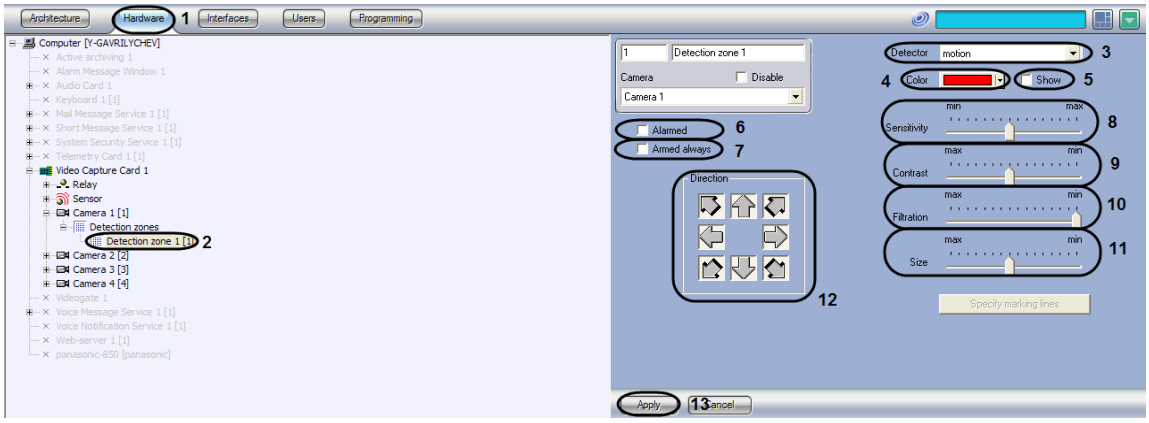

Figure 8.4-56 Configuring Motion detection tool
1. Go to the “Hardware” tab in the “System settings” dialog box (Figure 8.4-56, 1).
2. Select the “Detection zone” object corresponding to the detection tool that is to be configured, in the objects tree of the “Hardware” tab (Figure 8.4-56, 2). The settings panel for the selected object appears on the right of the “Hardware” tab.
3. Enable the motion detection tool (see the “Enabling, configuring and disabling video detection tools” section) or select the motion detection tool registered earlier (Figure 8.4-56, 3).
4. By default, the detected moving object is dynamically framed with its motion direction is marked with an arrow. If the moving object does not need to be framed, set the “Show” checkbox unchecked (Figure 8.4-56, 5).
5. By default, the moving object is framed in red. The frame color may be changed (Figure 8.4-56, 4).
6. To enable the auto recording option on a motion detection tool alarm for the selected camera, set the “Alarmed” checkbox (Figure 8.4-56, 6).
7. To disable disarming of the motion detection tool by any user (irrespectively of his rights), set the “Armed always” checkbox (Figure 8.4-56, 7).
with which the detection tool triggers by its motion only, and not by noise in a video signal (including rain, snow, etc.) (Figure 8.4-56, 8).
9. Set the value of the “Contrast” parameter by moving the slider of the same name. This setting corresponds to the contrast of the detected object (Figure 8.4-56, 9).
10. Set the value of the “Filtration” parameter by moving the the the slider of the same name (Figure 8.4-56, 10). This setting corresponds to the object’s upper speed threshold, with which the detector is to trigger. With the minimum value of this parameter, the detection tool triggers upon objects moving at any speed.
11. Set the value of the “Size” parameter by moving the slider of the same name (Figure 8.4-56, 11). This setting corresponds to the part of the total frame square, occupied by the smallest detected object. When an object that is bigger than the preset one moves, the motion detection tool switches to the alarm status.
12. By default, a detection tool recognizes motion in any direction. To disable detection of motion in certain directions, click the relevant buttons in the “Direction” group. A detection tool detects motion in the directions of the “pressed” arrow buttons and does not detect it in the directions of “pulled” arrows (Figure 8.4-56, 12).
13. Click the “Apply” button (Figure 8.4-56, 13).